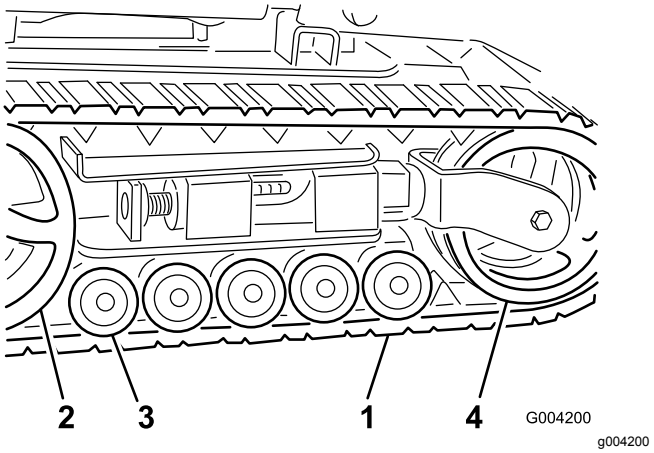

**Figur 43**
***Viktigt:*** **Rengör hjulen, spännhjulet och drevet helt och hållet (Figur 43). De vanliga hjulen ska rotera fritt när de är rena.**